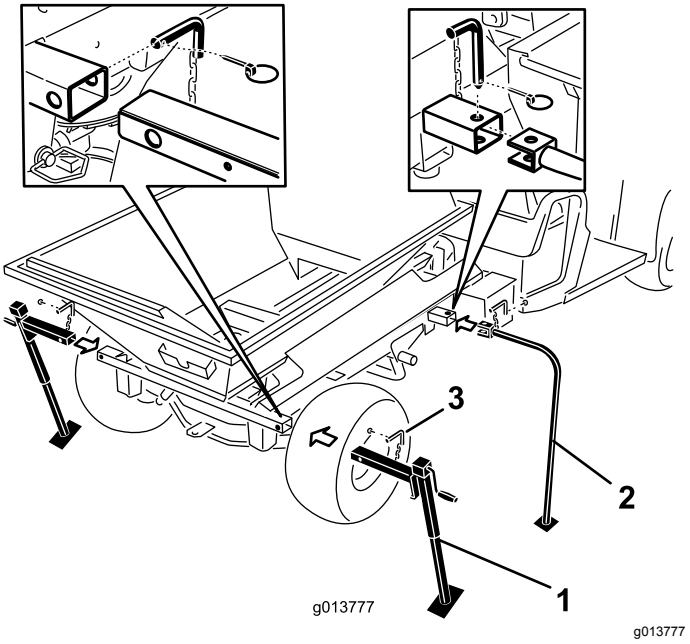

Figuur 49
7. Breng de voorste opslagpoten en de achterste assteunen in de buizen van de machine en zet ze vast met de borgpennen (Figuur 49).